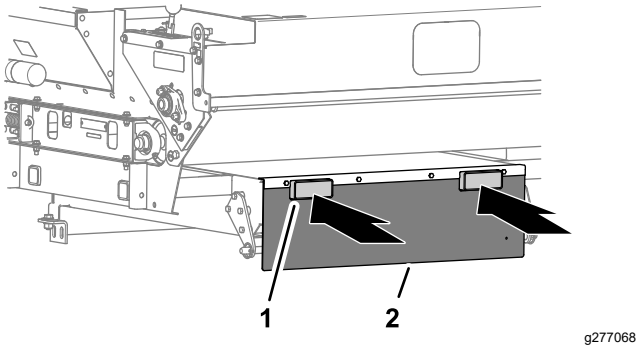

**Figur 8**
- Hvis du bruker en gaffeltruck til å løfte overgjødsleren, sett gaflene inn i løfterørene (Figur 8) på den bakre klaffen.